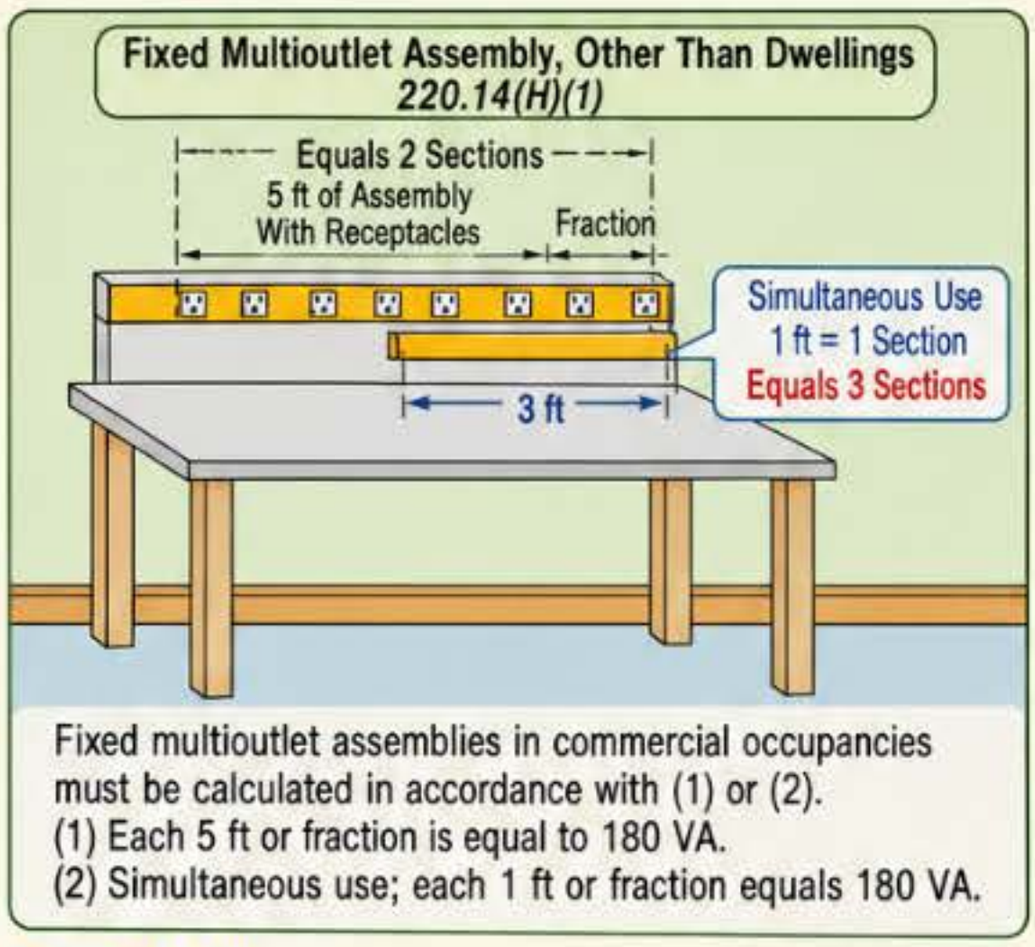

Figure 220-10
(H) Fixed Multioutlet Assemblies. *Fixed multioutlet assemblies in commercial occupancies must be calculated in accordance with (1) or (2).* Figure 220-10